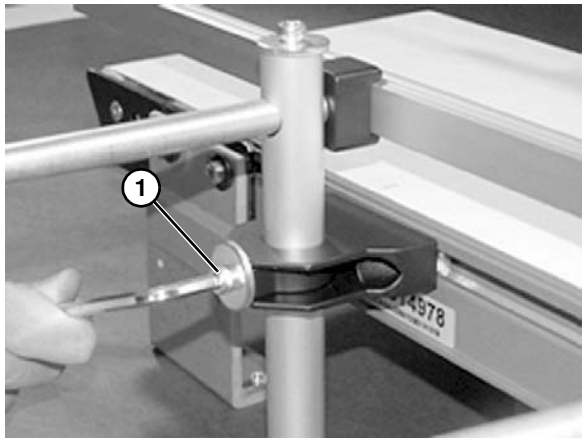

Figure 26
7. Régler la hauteur à l'aide de la vis inférieure **(Figure 26, élément 1)**.